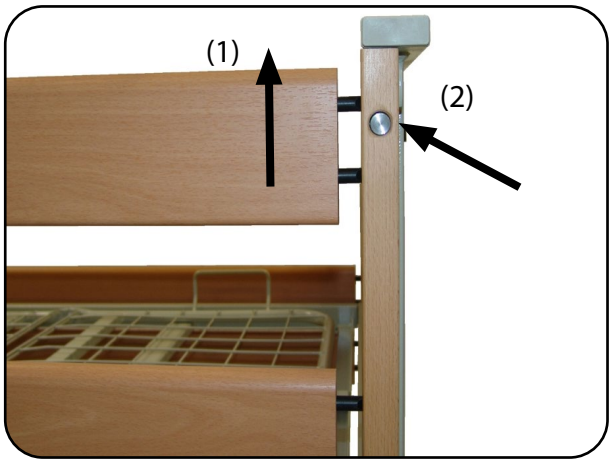

Abb. 8.2.01 - Seitengitter absenken
1. Um die Seitengitter abzusenken, heben Sie zuerst den oberen Seitengitterholm an (1), damit die Verriegelung des Auslöseknopfes freigegeben wird.
2. Drücken Sie bei angehobenem oberem Seitengitterholm den Auslöseknopf (2) solange, bis Sie den Seitengitterholm über die Verriegelung nach unten abgesenkt haben. Lassen Sie dabei die Seitengitter immer langsam und kontrolliert ab (Abb. 8.2.01).